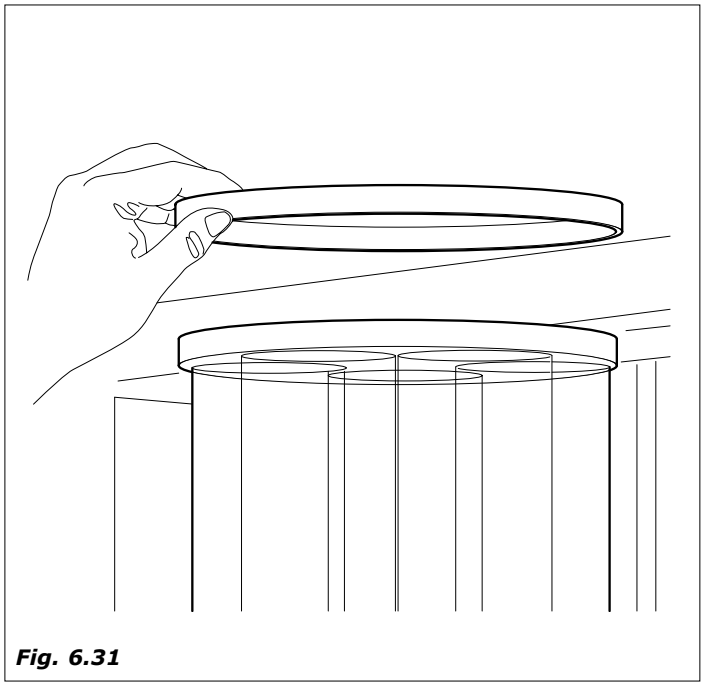

Fig. 6.31
– por a tampa da coluna copinhos (*Fig. 6.31*).